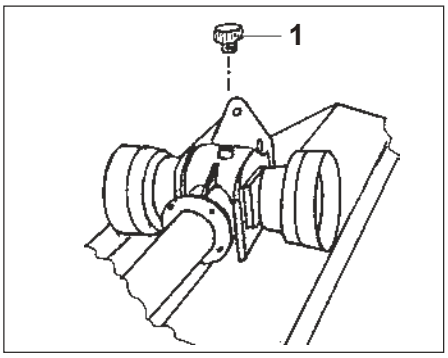

Fig. 20
- Controlar el nivel del aceite en la caja del multiplicador. Eventualmente restablecerlo a través del tapón superior de la caja de engranajes (1 Fig. 20).